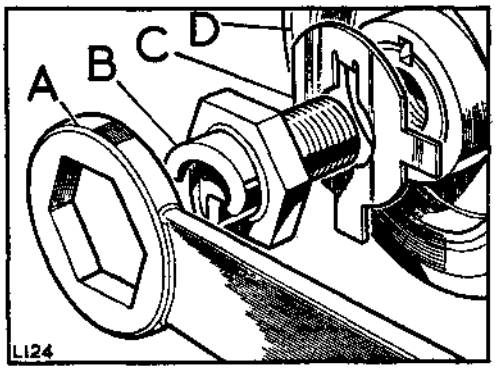

**Fig. A1-92. Fan belt driving pulley fixings**
6. Fit the starter dog and fan belt driving pulley. Fig. A1-92 refers. The correct torque loading for the starter dog is 150 lb ft (20,5 mkg).